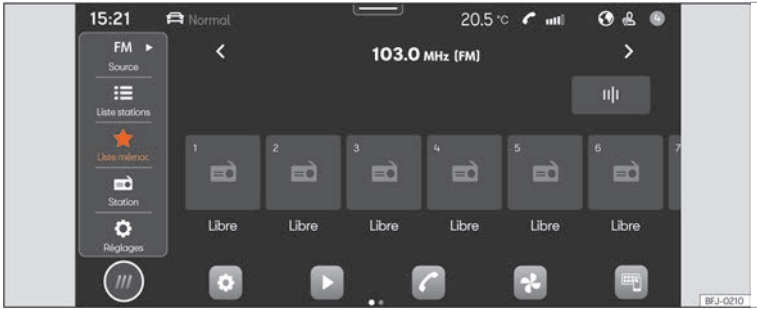

Fig. 154 Représentation schématique : Vue Radio
- Appuyez sur **HOME** > ››› fig. 154.